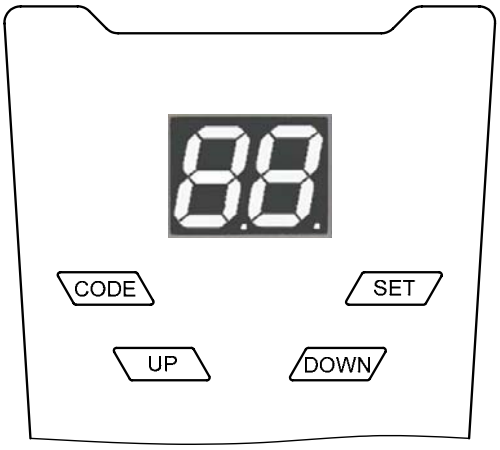

Рис. 5. Панель управления
- Сразу после включения вилки в розетку кратковременно загорится лампа освещения (подсветка), а индикатор на панели управления привода (Рис. 5) отобразит цифры от «99» до «11», после чего привод перейдет в режим ожидания (на индикаторе высветятся символы «--»). Если вышеописанной индикации нет, отключите привод из розетки и внимательно проверьте все подключения (сверьтесь с разделом «Неисправности и рекомендации по их устранению»).
- Если к приводу подключены фотоэлементы, необходимо проверить приемник (RX). Если индикатор приемника не светиться или моргает, это означает, что сигнала нет или сигнал прерывается из-за неточной регулировки фотоэлементов. Функция использования фотоэлементов должна быть предварительно активирована (см. раздел «Настройки»).
Настройка привода осуществляется при помощи панели управления (Рис. 5), на которой расположены четыре кнопки и индикатор (сдвоенный 7-сегментный индикатор).